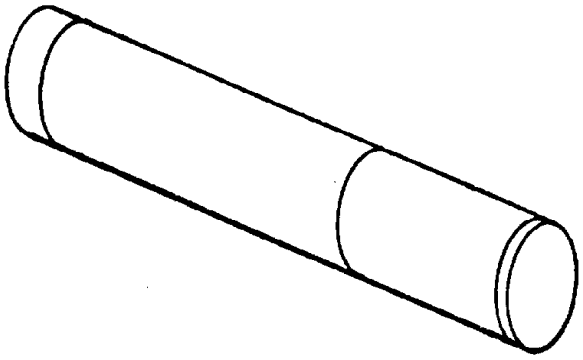

Figure 9. No. 6797756 Torquemeter Midbearing Inner Ring Pusher
g. As shaft assembly is held, slip on 6797756 inner ring pusher. (See figure 9.)